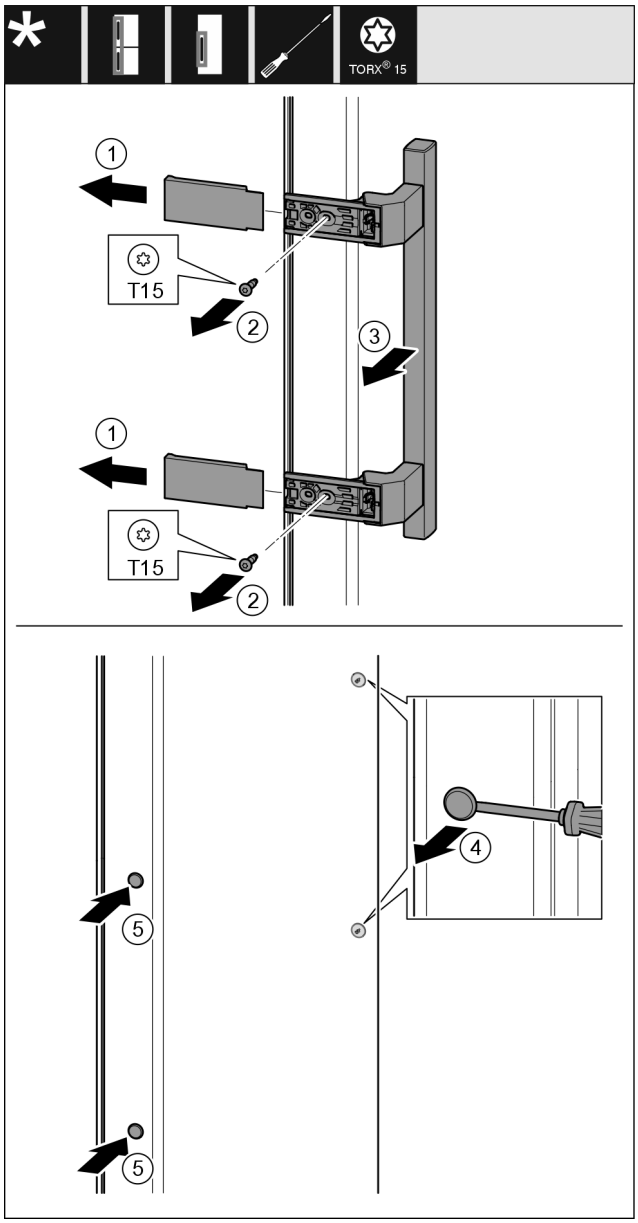

Fig. 10
- ▶ Снимите крышку. *Fig. 10 (1)*
- ▶ Выкрутите винты отверткой Torx 15. *Fig. 10 (2)*
- ▶ Снимите ручку. *Fig. 10 (3)*
- ▶ Осторожно поднимите шлицевой отверткой боковые заглушки и извлеките их. *Fig. 10 (4)*
- ▶ Снова вставьте заглушки с другой стороны. *Fig. 10 (5)*